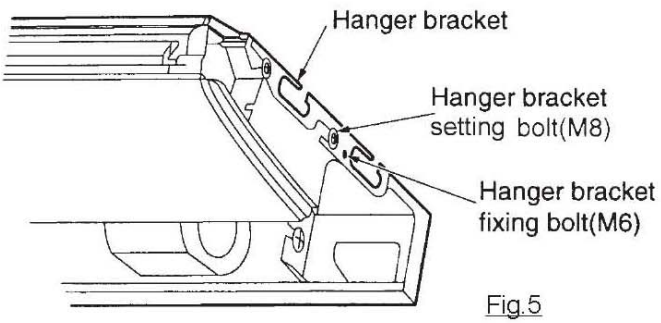

Fig.5
☆ Loosen two hanger bracket setting bolts (M8) on eath side for less than 10mm. Remove two hanger bracket fixing bolts (M6) on the rear side. Detach the hanger bracker by pulling it backward (Refer to Fig.5).
6. Screw tightly both hanger bracket-setting bolts (M8). (Refer to Fig.5)
7. Screw tightly both hanger bracket-fixing bolts (M6) to prevent the movement of the indoor unit. (Refer to Fig.5)